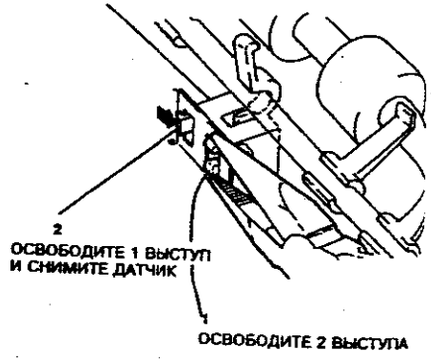

**Рисунок 2. Снятие датчика регистрации передней кромки**
3. (Рисунок 2) Снимите датчик регистрации передней кромки.